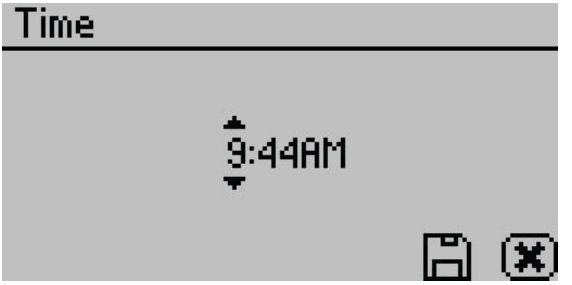

Figure 36 Time option
- **Time.** Select to set the time in the instrument. Use **RIGHT** and **LEFT** to change between the hour and minute categories and **UP** and **DOWN** to change the individual values (Figure 36). The hour setting automatically changes between AM and PM.